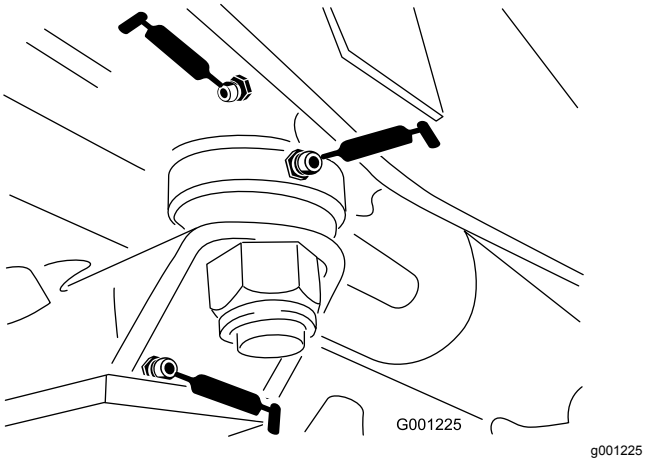

Figur 42
- Styrplattans bussningar (Figur 42)
- Axelstiftets bussning (Figur 42)